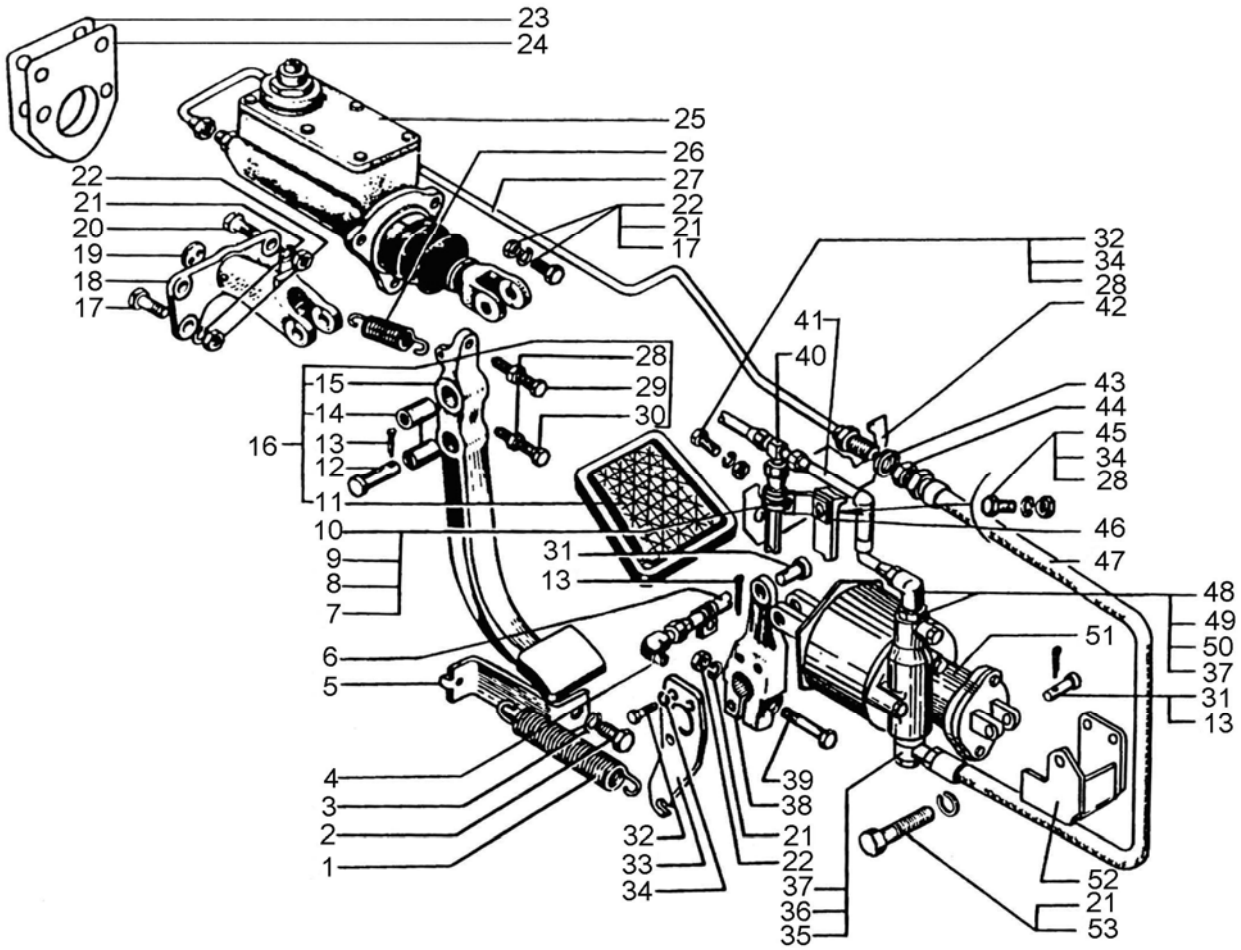

Рис. 3. Привод управления сцеплением:
Привод управления сцеплением (рис.3) состоит из подвесной педали 15, главного цилиндра 25, пневмогидроусилителя (ПГУ) 51, трубопроводов 27, 41 и шлангов 47 для подачи жидкости и сжатого воздуха к ПГУ.
2. Отсоединить трубку 27 (рис.3) гидропривода от главного цилиндра, расшплинтовать и вынуть палец вилки толкателя, отвернуть из кабины гайки болтов, снять главный цилиндр 25.
1. Установить главный цилиндр 25 (рис.3) на щитке передка кабины, закрепить болтами с гайками и пружинными шайбами.